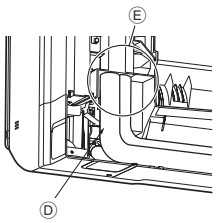

Fig. 3-10
6. Couvrir la partie évasée du raccord avec le cache-tuyaux du raccord en L ④ pour qu'il ne soit pas exposé. (Fig. 3-10)
8. Couvrir la partie évasée du raccord avec le cache-tuyaux du raccord en L ④ pour qu'il ne soit pas exposé. (Fig. 3-10)